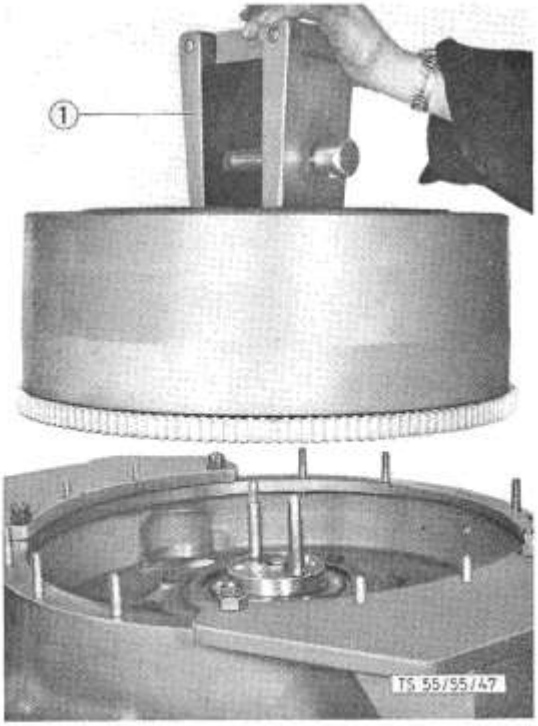

Bild 47: **Vorrichtung zum Aufsetzen und Abheben des Schwungrades**
8. Schwungrad mittels Kranes und Vorrichtung montieren (Bild 47).